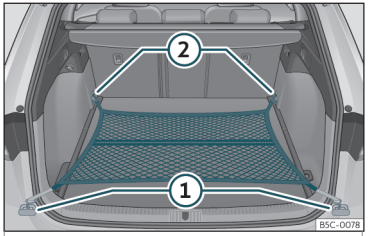

Fig. 116 Nel bagagliaio: rete fermacarico agganciata a livello del piano.
- Fissare i ganci della rete agli occhielli di ancoraggio ① r ②››› **fig. 116** ›››⚠. La cerniera della tasca dev'essere rivolta verso l'alto.